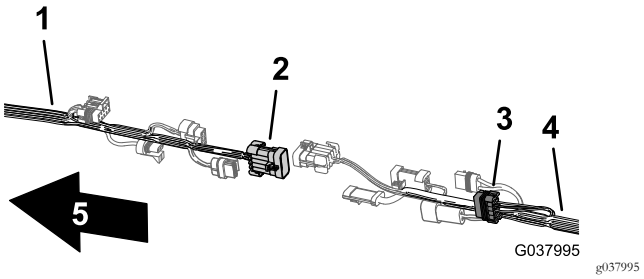

Figura 110
6. Conecte el conector de 10 pines de interconexión del arnés de cables delantero al conector hembra de 2 vías de interconexión del arnés de cables trasero (Figura 110).